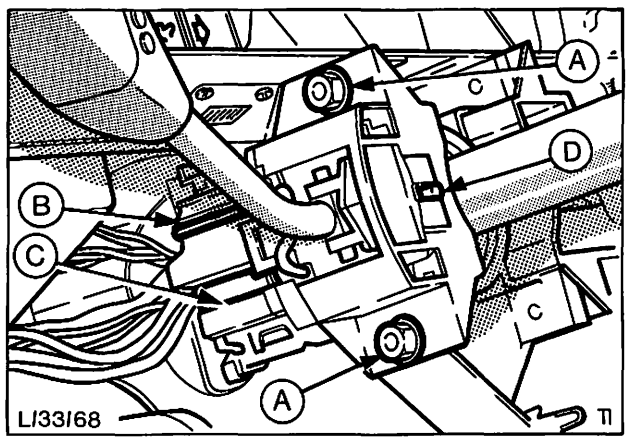

Abb. 84 A = Befestigungsschrauben – Schalter
2. Befestigungsschrauben entfernen und obere sowie untere Lenksäulenverkleidung abbauen, Abb. 84.
3. Schrauben (2) entfernen und Schalter komplett vom Mantelrohr lösen.
5. Beide Mehrfachstecker am Schalter anschließen, Abb. 84.